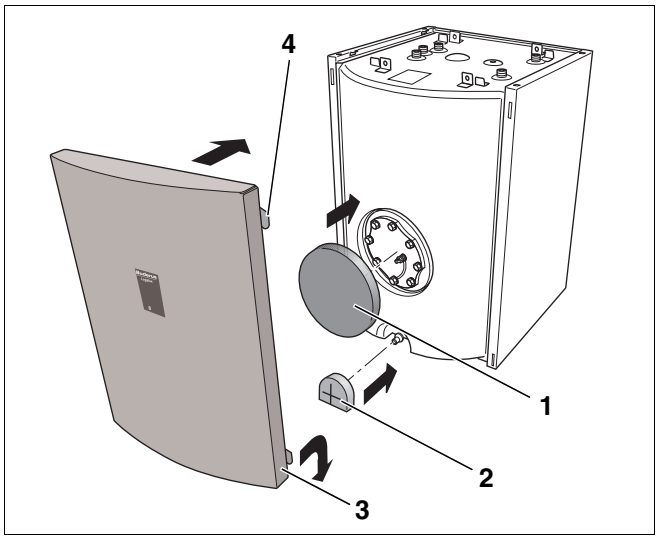

Rys. 13 Montaż izolacji cieplnej i ścianki przedniej
- Nałożyć krążek termoizolacyjny (rys. 13, **poz. 1**) przed pokrywą otworu wyczystkowego.
- Założyć element termoizolacyjny (rys. 13, **poz. 2**) na zaworze spustowym.
- Ściankę przednią zahaczyć dolnymi zaczepami (rys. 13, **poz. 3**) w szczeliny ścianek bocznych.
- Docisnąć ściankę przednią w górnej części zasobnikowego podgrzewacza c.w.u., a następnie zahaczyć górnymi zaczepami (rys. 13, **poz. 4**) w szczeliny ścianek bocznych.